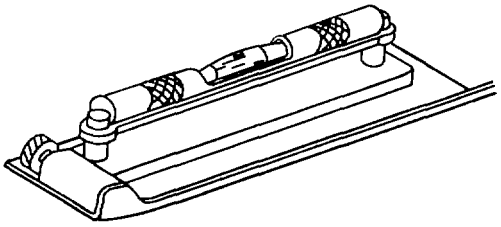

Figure 3-2. Machinist's Level
(2) Machinist's level. The machinist's level, shown in figure 3-2, has an extra large vial. This increases its accuracy and sensitivity. Some of these levels have grooved bottoms which fit over pipes and shafts. They are used in machine shops for leveling work and equipment.